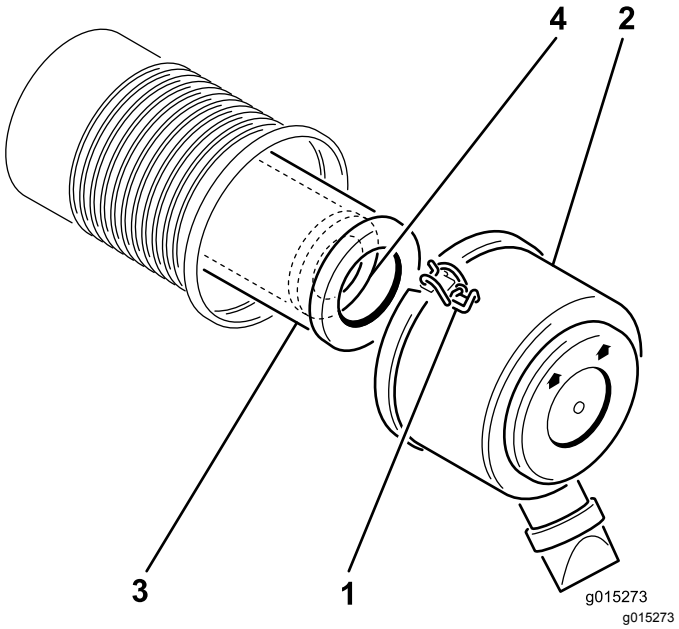

**Figur 14**
2. Utløs låsene som fester luftrenserdekselet til luftrenserhuset. Ta dekslet av kroppen (Figur 14).
4. Skyv hovedfilteret forsiktig ut av luftrenserhuset (Figur 14).
2. Hvis du skifter ut sikkerhetsfilteret, skyv det forsiktig inn i filterkroppen (Figur 14).
3. Skyv hovedfilteret forsiktig inn over sikkerhetsfilteret (Figur 14).
5. Monter luftrenserdekslet med siden som er merket Up, oppover, og fest låsene (Figur 14).